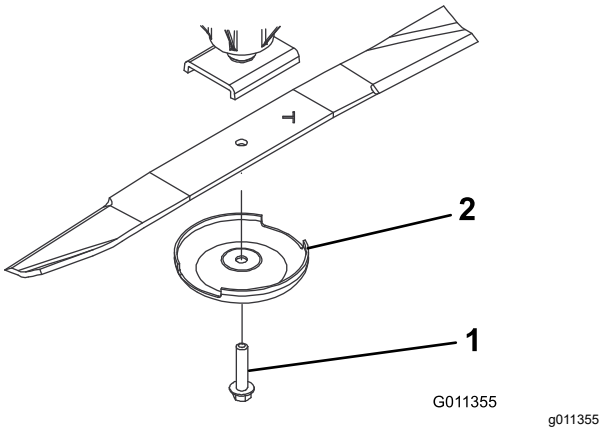

Figur 124
3. Fjern knivbolten, antiskalperingsvernet og kniven fra spindelakselen (Figur 124).